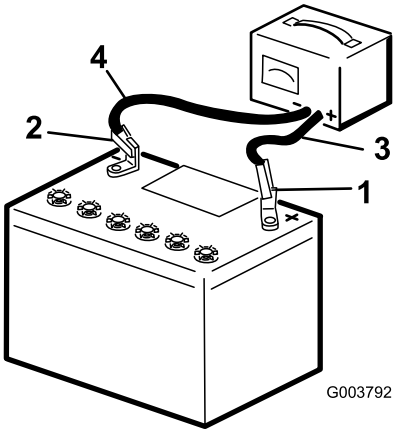

Figure 31
3. Chargez la batterie pendant 10 à 15 minutes entre 25 et 30 A, ou pendant 30 minutes entre 4 et 6 A (Figure 31). Ne chargez pas la batterie excessivement.
4. Quand la batterie est chargée au maximum, débranchez le chargeur de la prise, puis débranchez les fils du chargeur des bornes de la batterie (Figure 31).